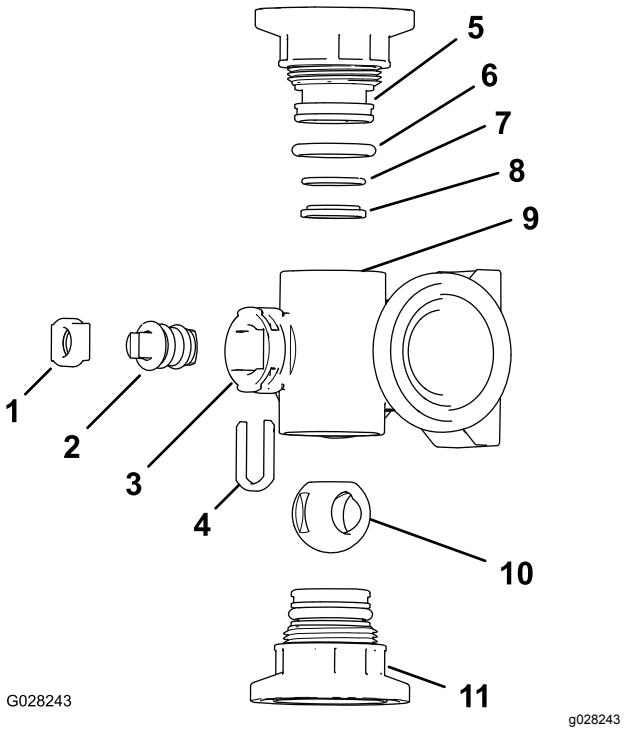
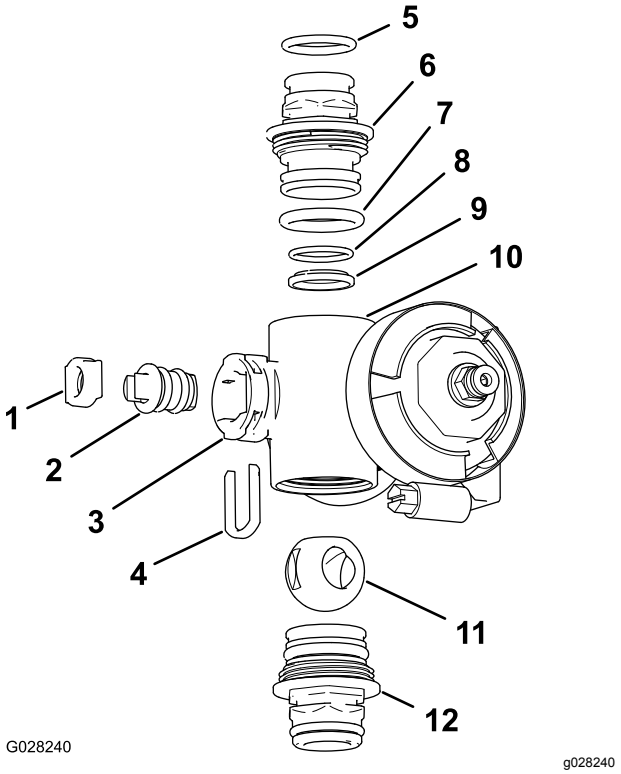

Figur 120
Figur 121
2. Fjern de to kappkoblingsenhetene fra hver ende av manifoldkroppen (Figur 120 og Figur 121).
4. Fjern stammeholderen fra slissene i manifoldets stammeport (Figur 120 og Figur 121).
5. Fjern stammeholderen og ventilstammesetet fra manifoldet (Figur 120 og Figur 121).
6. Ta ut ventilstammeenheten fra ventilkroppen (Figur 120 og Figur 121).
1. Se etter skader og slitasje på uttaksnippel-O-ringene (bare på seksjonsventilmanifolden), kappkobling-O-ringene, de bakre O-ringene og kuleskålen (Figur 120 og Figur 121).
2. Smør fett på ventilstammen og før den inn i ventilstammesetet (Figur 120 og Figur 121).
3. Monter ventilstammen og setet på manifoldet, og fest dem med stammeholderen (Figur 120 og Figur 121).
4. Påse at den bakre O-ringen og kuleskålen er på linje med og plassert i kappkoblingen (Figur 120 og Figur 121)
5. Monter kappkoblingsenheten på manifoldkroppen slik at flensen på kappkoblingen rører manifoldkroppen (Figur 120 og Figur 121), og drei kappkoblingen ⅛ til ¼ omdreining til.